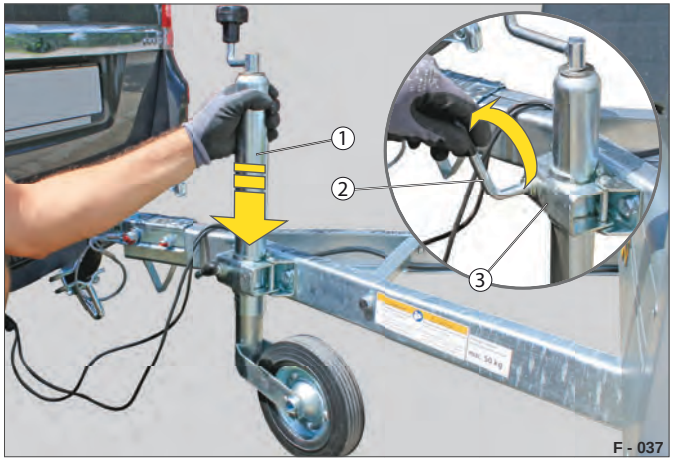

Fig. 11 Sænkning af støttehjul
▶ Drej låsehåndtaget (Fig. 11 /2) op, og hold samtidig cylinderen (Fig. 11 /1) fast.
▶ Sænk cylinderen ned, så spændebøjlen (Fig. 11 /3) kan fastlåses.